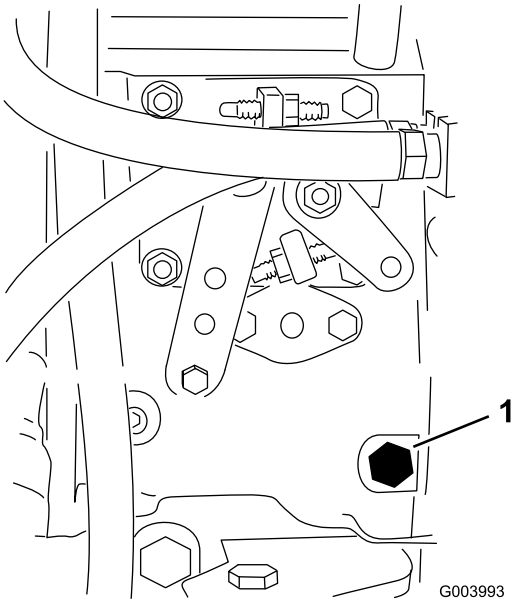

Figur 48
3. Åbn udluftningsskruen på brændstofindsprøjtningspumpen (Figur 48) med en 12 mm nøgle.